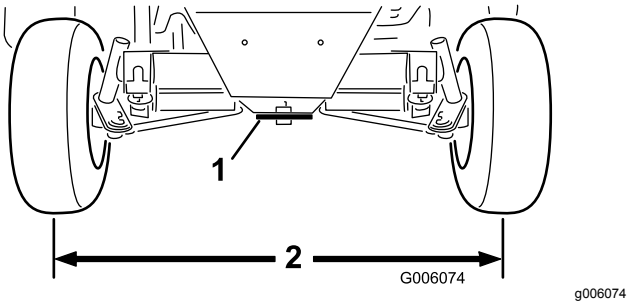

Figuur 62
2. Stel beide spoorstangen af totdat de afstand hart-op-hart aan de voorzijde en achterzijde van de achterwielen gelijk is (Figuur 62).